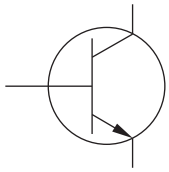

**Fig. 12.2**
**(ii)** Fig. 12.2 shows the symbol for an NPN transistor.